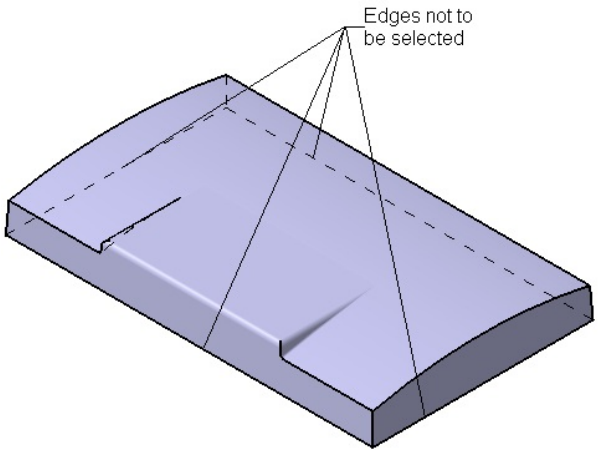

Figure 6-114 *Edges not to be selected*
8. Select all the edges of the model to be filleted, except the edges shown in Figure 6-114, and set the value in the **Radius** spinner to **5**.